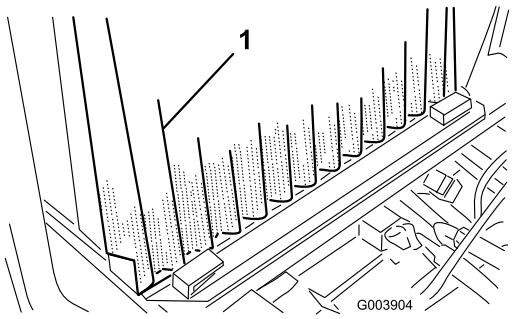

Figur 67
3. Lossa klämmorna och dra upp gallret så att du kan skjuta ut det ur monteringsspåren (Figur 67).
5. Lyft oljekylarna något och luta dem framåt (Figur 67).